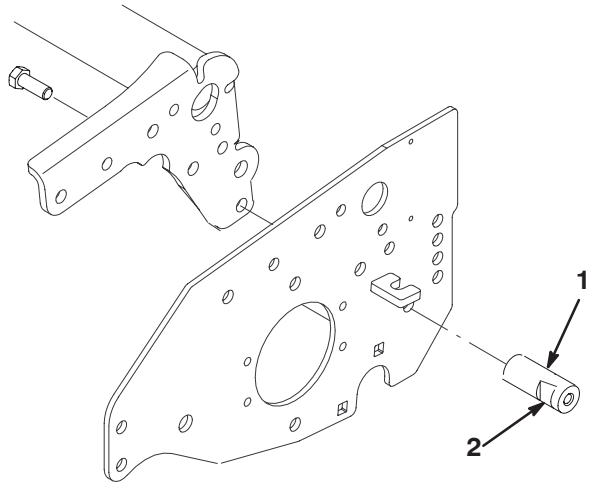

Figure 6
6. Mount the threaded spacer to reel frame and side plate with a 3/8–16 x 1" lg. flange bolt (9/16" wrench) (Fig. 6).